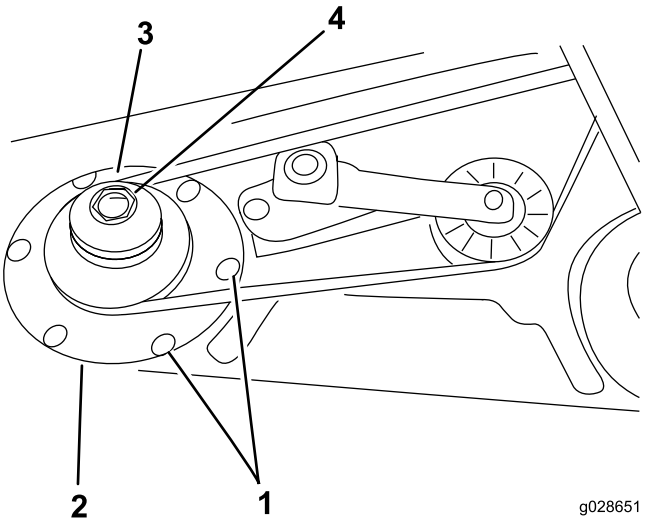

図 4
4. 右スピンドルプーリからベルトを取り外す 図 4。
5. スピンドルハウジング・アセンブリとサポートリングを刈り込みデッキに固定しているキャリッジボルト6本とフランジナット6個を外す 図 4。外した金具類は保管する。
9. スピンドルシャフトに新しい二重スピンドルプーリを取り付ける 図 4。